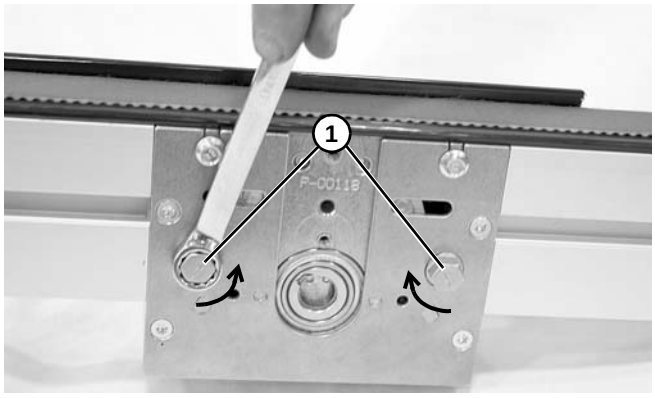

Figure 12
1. Rotate tensioner cams **(Figure 12, item 1)** in the direction indicated to release tension on belt.